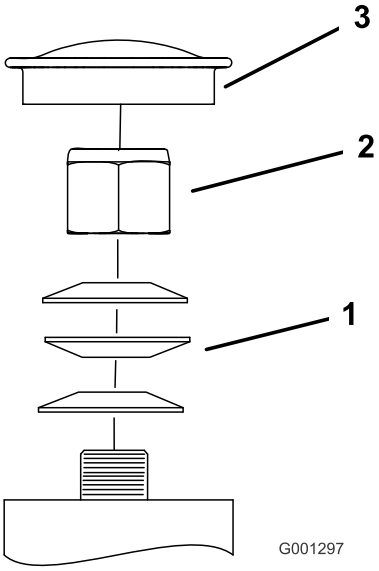

Figur 67
3. Ta av dammkåpan och dra åt låsmuttern (Figur 67).
4. Dra åt låsmuttern tills fjäderbrickorna är plana och släpp sedan efter 1/4 varv för att få rätt förbelastning på lagren (Figur 67).
Viktigt: Kontrollera att fjäderbrickorna har monterats korrekt enligt Figur 67.
5. Montera dammkåpan (Figur 67).